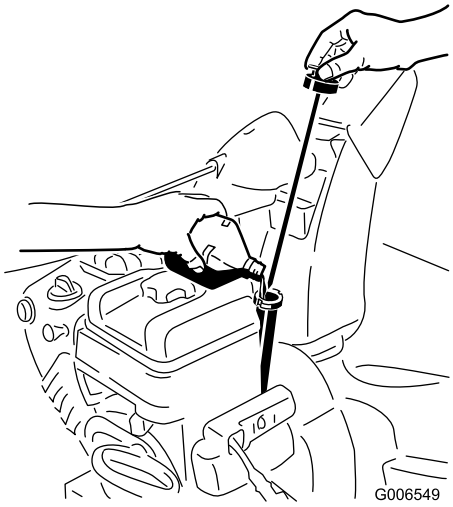

Figur 19
1. Ta ur oljestickan och fyll **långsamt** på olja i påfyllningsröret så att nivån höjs till markeringen Full på stickan. **Fyll inte på för mycket** (Figur 19). Se Kontrollera oljenivån i motorn under Underhåll.